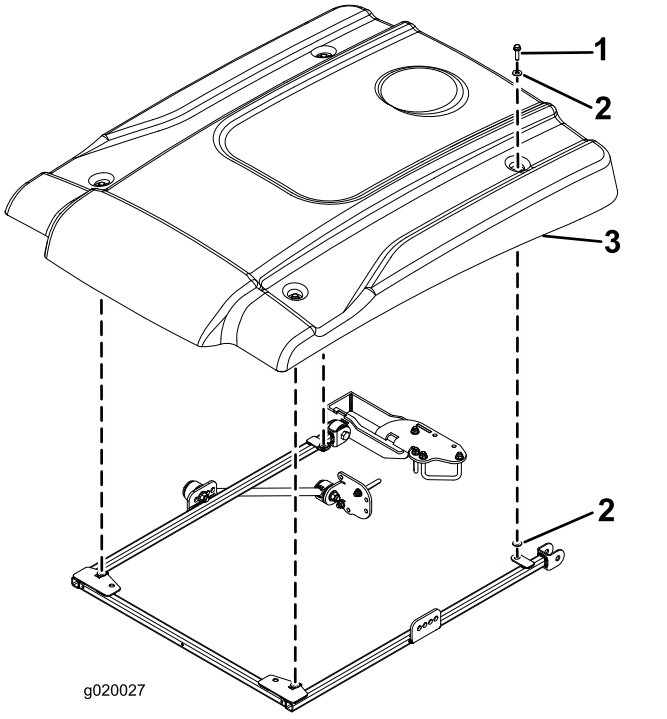

Figuur 29
12. Bij het uitlijnen van de bevestigingsgaten dient u het zonnescherm op het frame te plaatsen zoals wordt getoond in Figuur 29.
13. Bevestig de hoeken van het zonnescherm losjes op het frame met een flenskopbout (5/16" x 2¼") en 2 kleine ringen (Figuur 29). Plaats een ring aan elke zijde van de rubberen pakking van het zonnescherm.